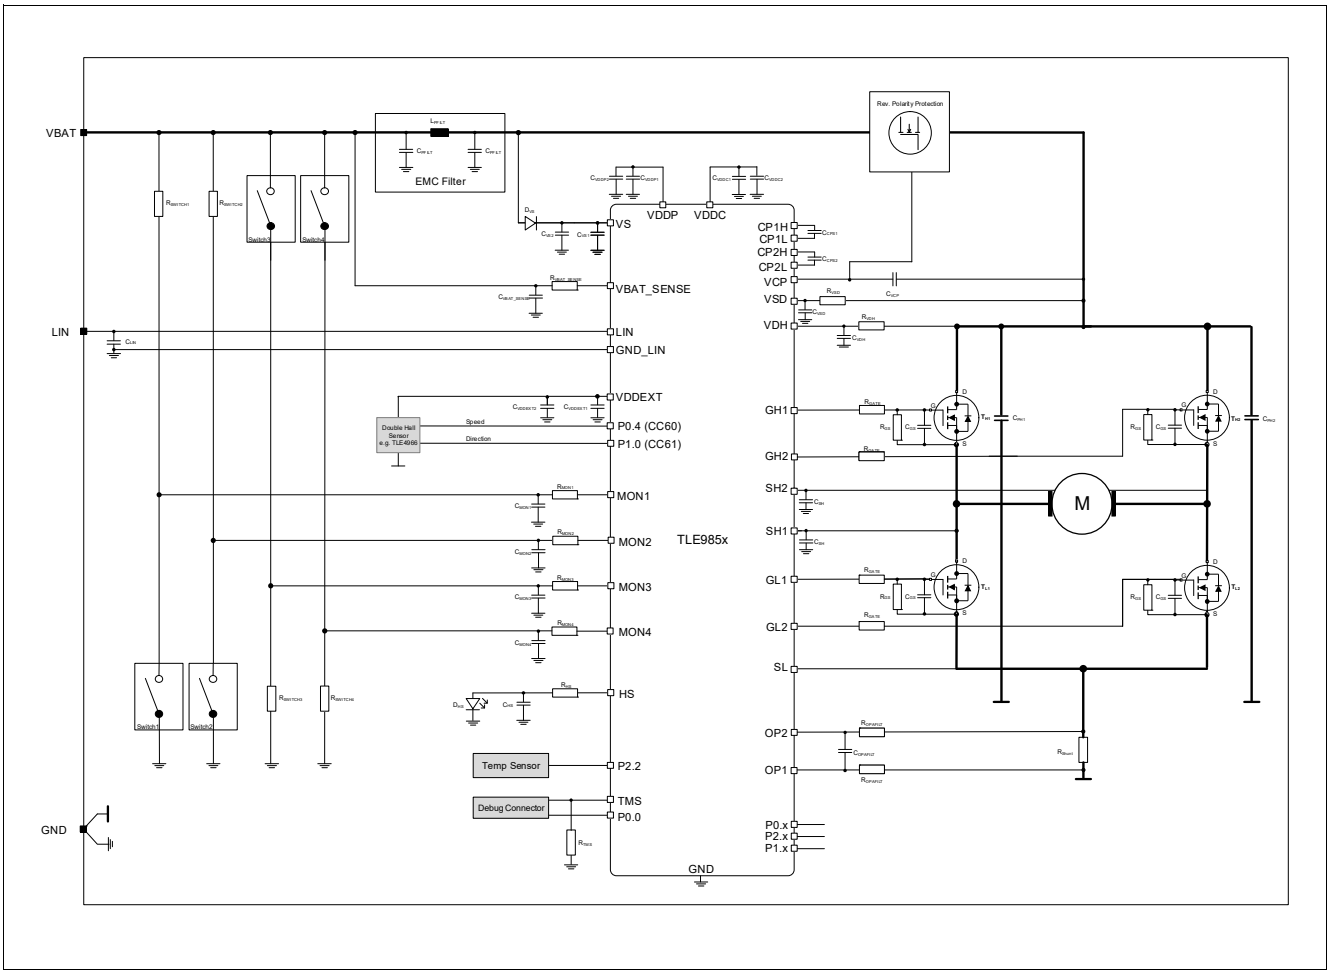

Figure 42 Simplified Application Diagram Example
2) With external circuit as shown in **Figure 42**.